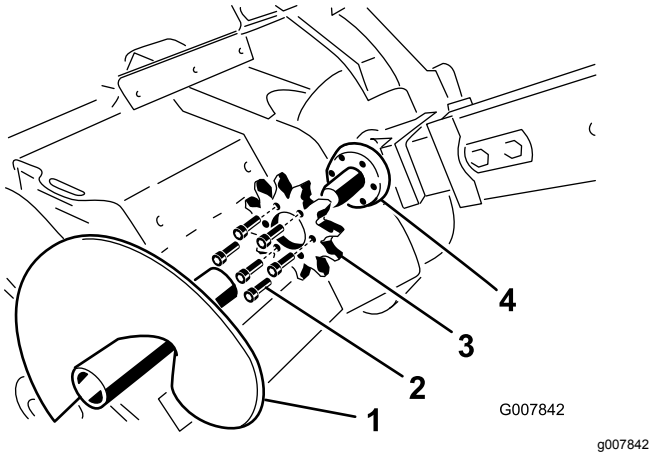

Figur 61
4. Ta bort matarskruven (Figur 61).
9. Lossa de sex skruvar som håller drevet (Figur 61).
10. Ta bort och kasta drevet (Figur 61).
11. Rengör drevets fästyta på dikesgrävaren (Figur 61).
12. Skjut på det nya drevet på axeln (Figur 61).
13. Gänga fast de sex skruvarna i drevet, och dra åt med fingerkraft (Figur 61).